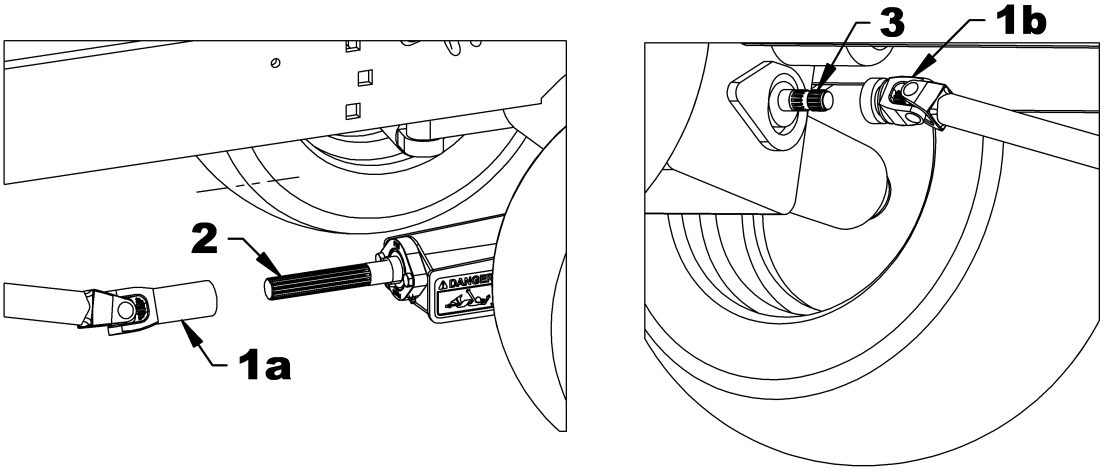

Figure 18
1. **Figure 18 :** Après avoir complété l'installation du sous-châssis sur le tracteur, insérer la fourche la plus longue de l'arbre à cardan fixe (item 1A) sur l'arbre de sortie du sous-châssis (item 2).
2. **Figure 18 :** Dégager le collet de blocage (item 1c) en le déplaçant vers l'arrière et pousser sur la fourche (item 1d) pour connecter l'arbre à cardan fixe sur la prise de force ventrale du tracteur (item 3). Relâcher la fourche et assurez-vous que le collet de blocage a bien repris sa place. Tirer et pousser sur l'arbre à cardan pour s'assurer qu'il est bien barré.